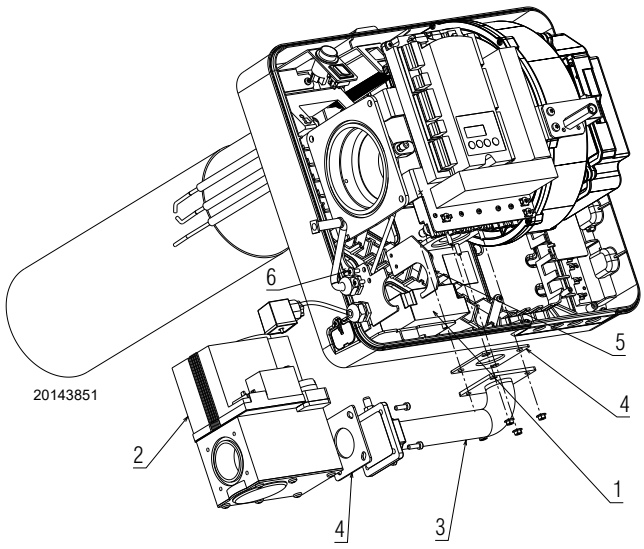

Fig. 16
- ➤ Monter la prise d'air 1) avec les vis 2) et les écrous. Utiliser les 4 vis à tête fraisée fournies de série. Deux vis doivent être fixées avec les écrous à bride fournis de série (Fig. 16).
- ➤ Brancher les câbles de haute tension sur le transformateur 1)(Fig. 16) et la connexion de la sonde d'ionisation sur le câble approprié sortant de la boîte de contrôle.
Attention à la présence du joint 4)(Fig. 16) et à l'étanchéité au gaz.